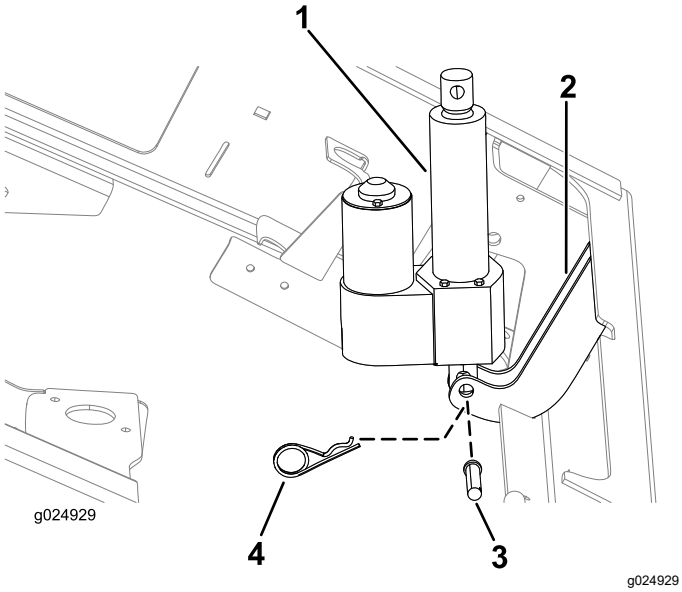

Figur 9
1. Ret hullet i det nederste monteringspunkt til løfteaktuatoren ind efter hullerne i chassisets monteringsbeslag (Figur 9).
2. Fastgør løfteaktuatoren til chassisets monteringsbeslag med gaffelbolten (2¼") og låseclipsen (Figur 9).